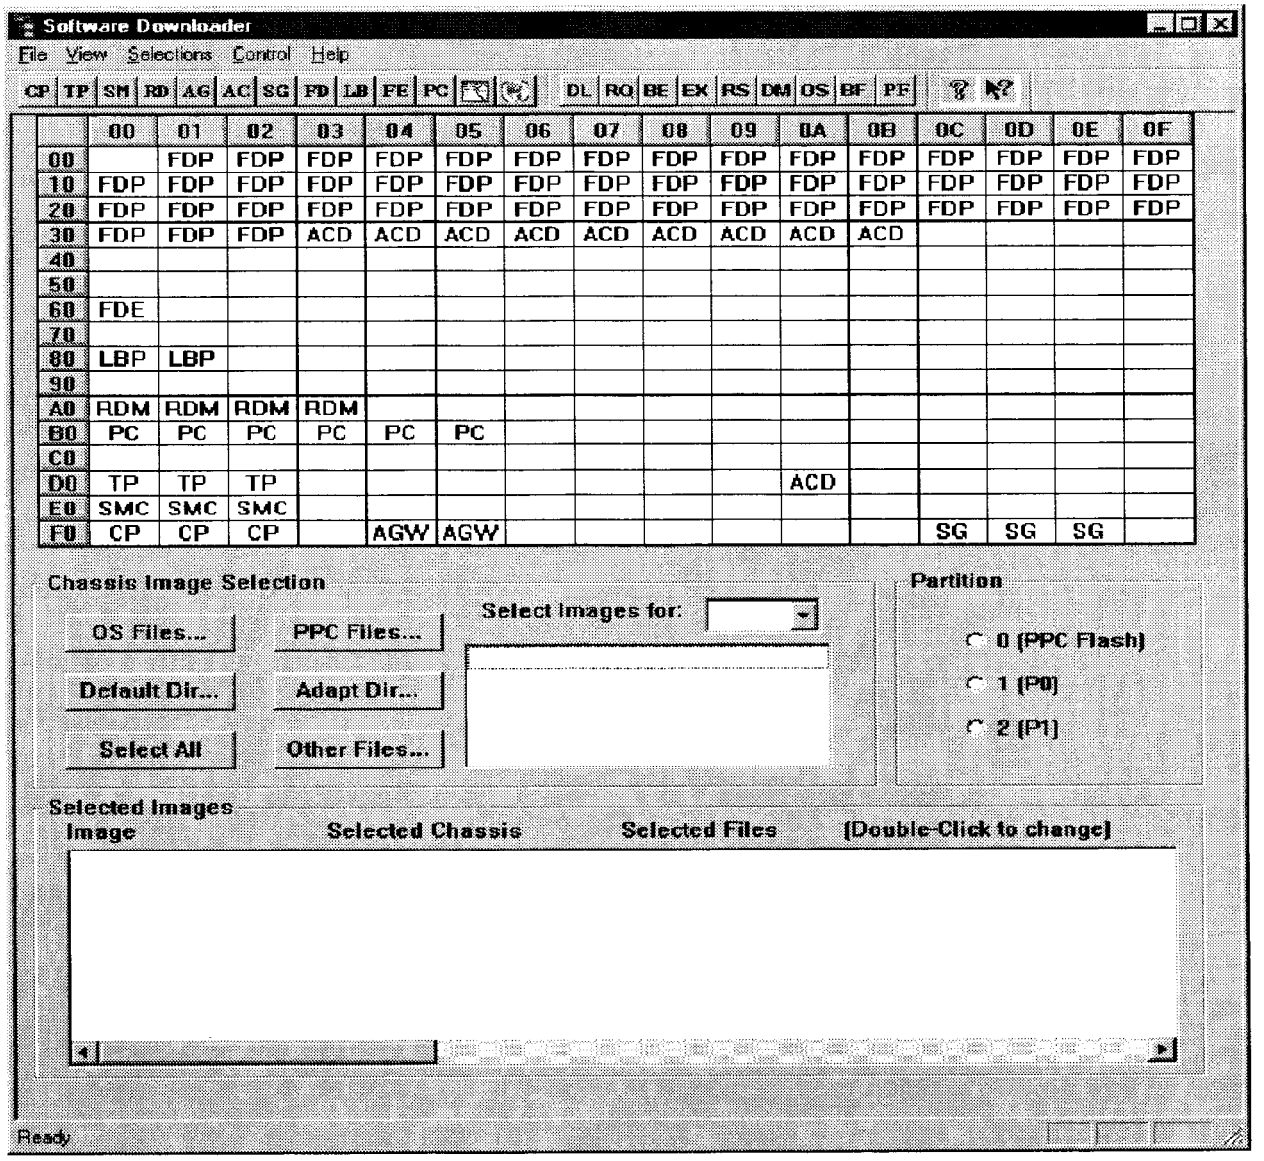

FIGURE 4-8. SOFTWARE DOWNLOADER WINDOW
2. Observe the Software Downloader window (Figure 4-8).